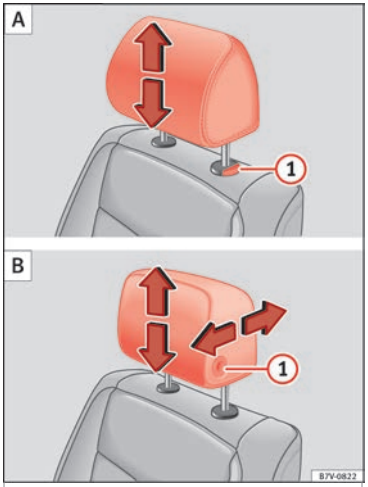
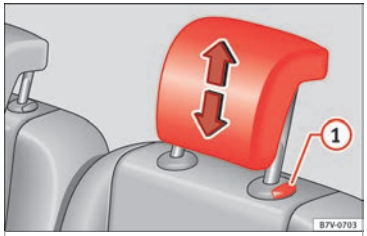

Bild 150 A: Ställ in nackskydden så att det inte går att justera dem i längdriktningen, B: Ställ in nackskydden med justering i längdriktningen
Bild 151 Ställa in nackskydden på andra eller tredje sätesraden
• Höj nackskyddet i pilens riktning eller sänk det »» **bild 150** eller »» **bild 151** (1) med knappen intryckt »» ⚠ **i Demontera och montera nackskydden på sidan 140**.
• Tryck nackskyddet framåt i pilens riktning eller bakåt »» **bild 150** (1) **B** med knappen intryckt.